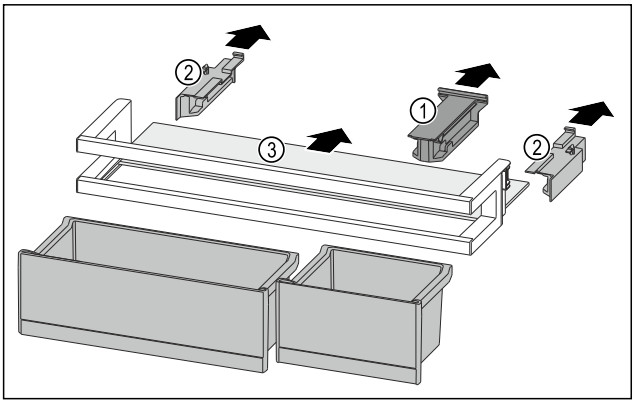

Fig. 198
- ▶ Pull off the holding part *Fig. 198 (1)*.
- ▶ Pull off the side parts *Fig. 198 (2)*.
- ▶ Remove the shelf *Fig. 198 (3)*.